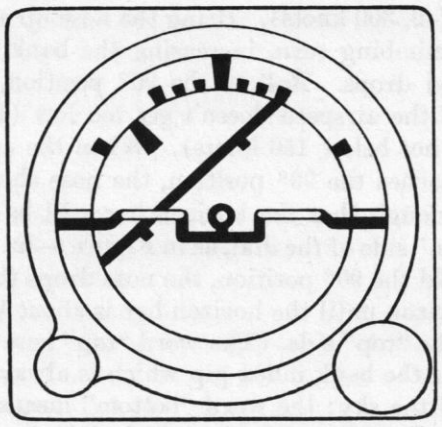

Figure 9–24. Left spin
Recovery from a spin is effected by the same means as in visual flight. A spin is indicated by (1) low airspeed (below stalling), (2) extreme displacement of turn needle and ball, (3) rapid loss of altitude, and (4) one of the indications on the horizon indicator shown in Figure 9–24.